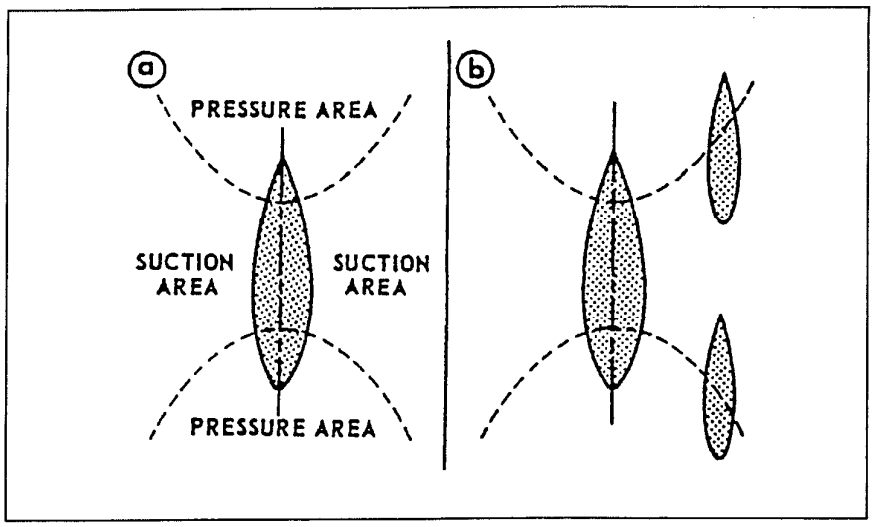

Figure 3-4. Dangers of Hull Wash
b. Pressure Effect. The interaction because of the proximity of other ships is greatly increased in shallow water. (See Figure 3-4.)